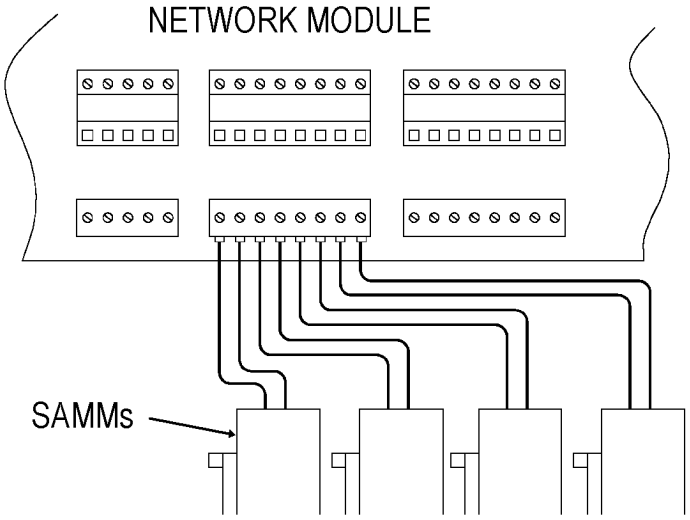

Figure 6-4. SAMM Wiring Removal
b. Disconnect the SAMM wires from the network module (wire pairs from each SAMM are not polarity sensitive). See figure 6-4.